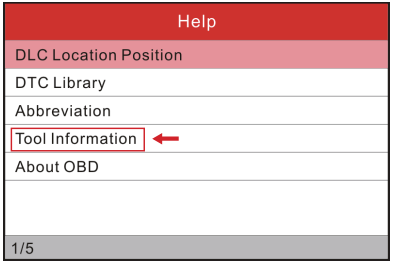

Figura 4
6. Seleccione Información de la Herramienta (consulte la Figura 4) y pulse el botón [OK] para entrar.